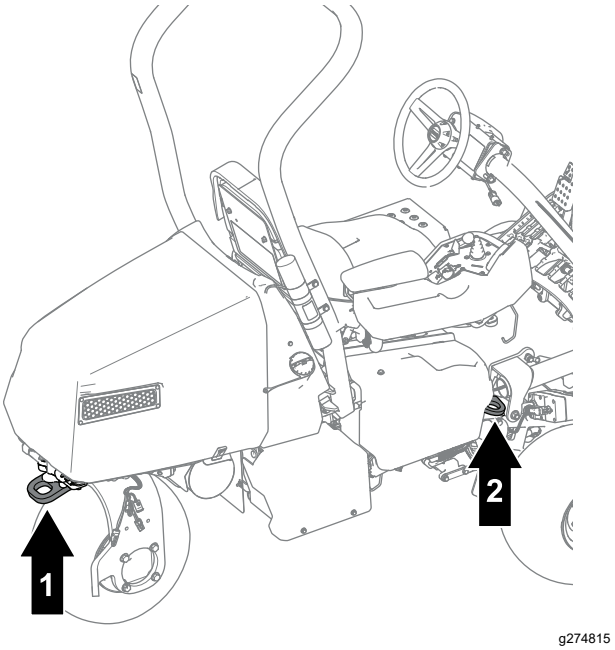

Figura 35
- Amarre la máquina firmemente con correas, cadenas, cables o cuerdas. Tanto la correa delantera como la trasera deben orientarse hacia abajo y hacia fuera respecto a la máquina (Figura 35).